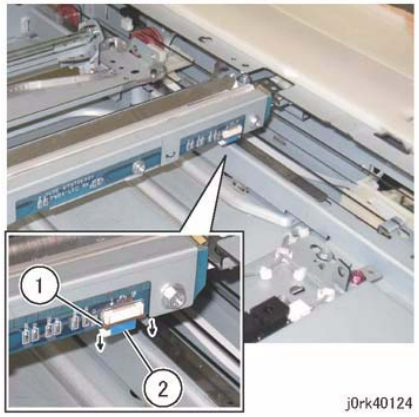

Figure 1 Disconnecting Lamp Wire Harness
5. Disconnect the Lamp Wire Harness. (Figure 1)